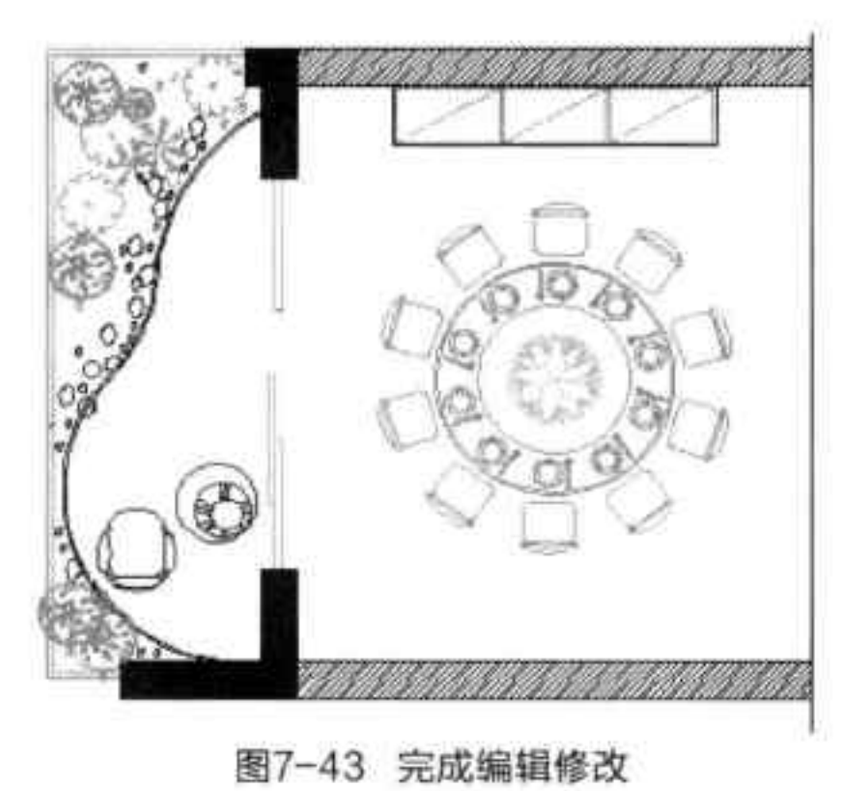

图7-43 完成编辑修改
Step 07 单击“确定”按钮即可完成外部参照图块的编辑操作，如图7-43所示。